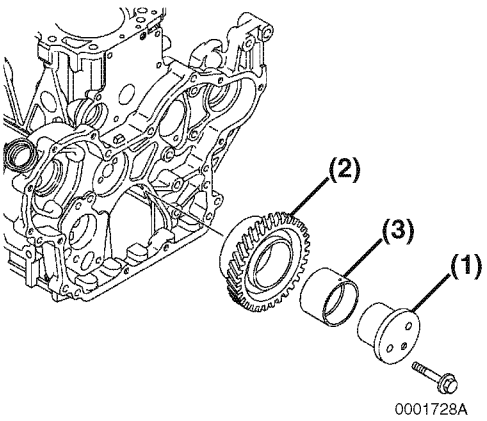

Figure 6-148
3. Lubricate the idler gear **(Figure 6-148, (2))**, bushing **(Figure 6-148, (3))** and idler gear shaft **(Figure 6-148, (1))** with clean engine oil.